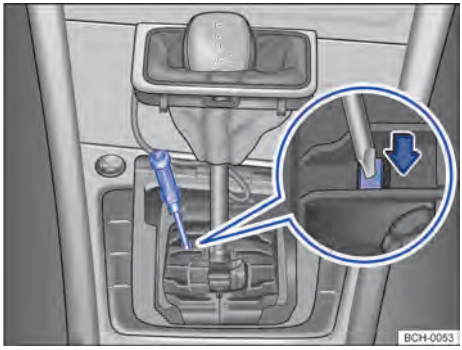

Fig. 96 Desmontar la cubierta de la palanca selectora y desbloquear el bloqueo de la palanca selectora de emergencia. ▶
– Con ayuda de un destornillador presionar cuidadosamente la palanca de desbloqueo en el sentido de la flecha y mantenerla en esa ubicación → fig. 96.